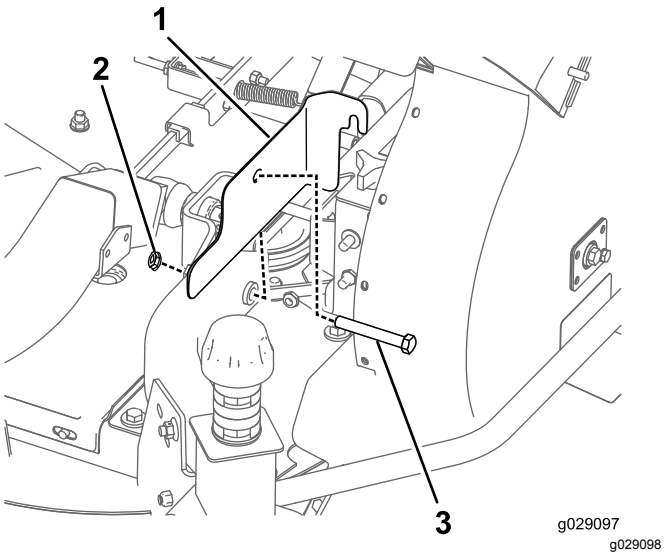

Figura 25
1. Montate la protezione della cinghia sulla macchina (Figura 25).